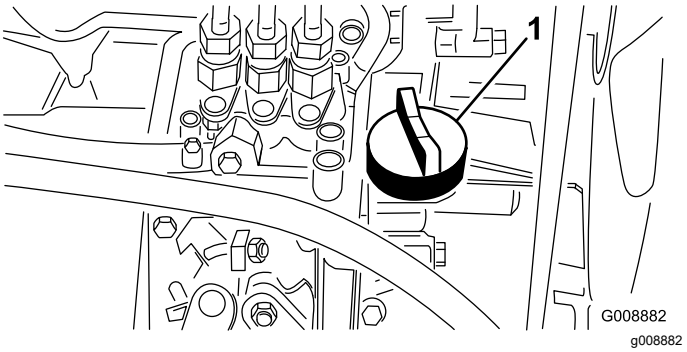

**Figur 25**
4. Hvis oljenivået er lavt, må du ta av oljelokket (Figur 25) og gradvis helle på små mengder olje, samtidig som du sjekker nivået, til det når opp til Full-merket på peilestaven.